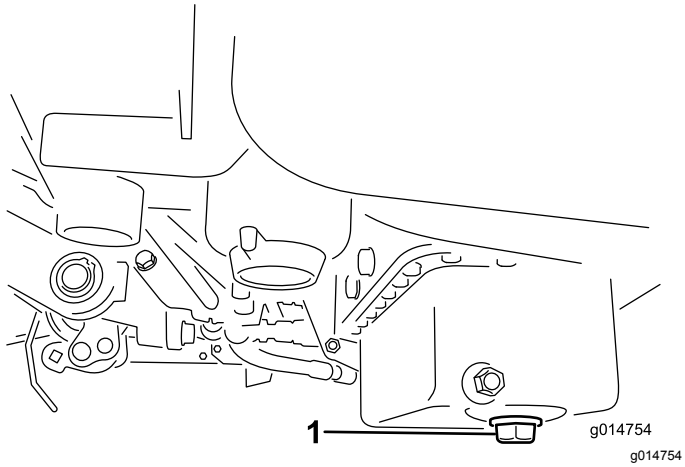

Figur 30
1. Fjern aftapningsproppen, og lad olien løbe ned i en bakke. Monter aftapningsproppen igen, når olien holder op med at løbe (Figur 30).